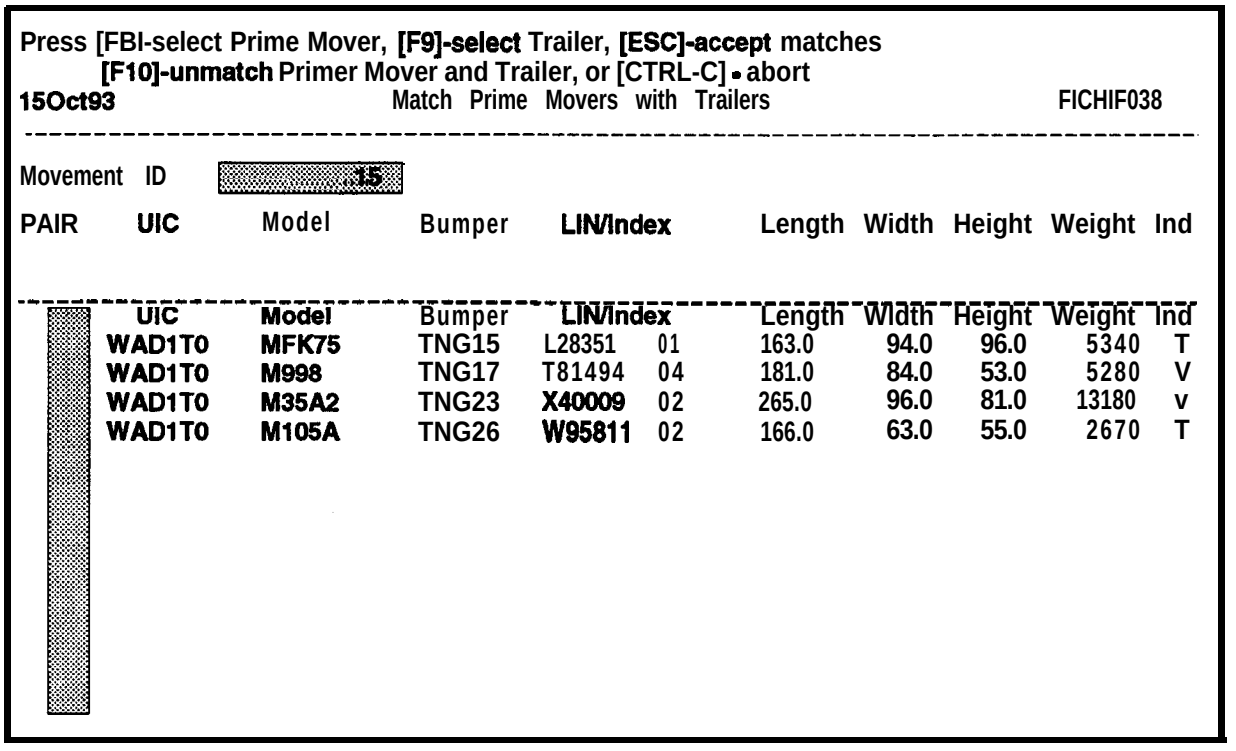

Figure 7-40. Match Prime Movers with Trailers Screen
c. Select **Match.** Enter **the Movement** ID and press ESC. You will see the Match Prime Movers with Trailers screen as shown in Figure 7-40.